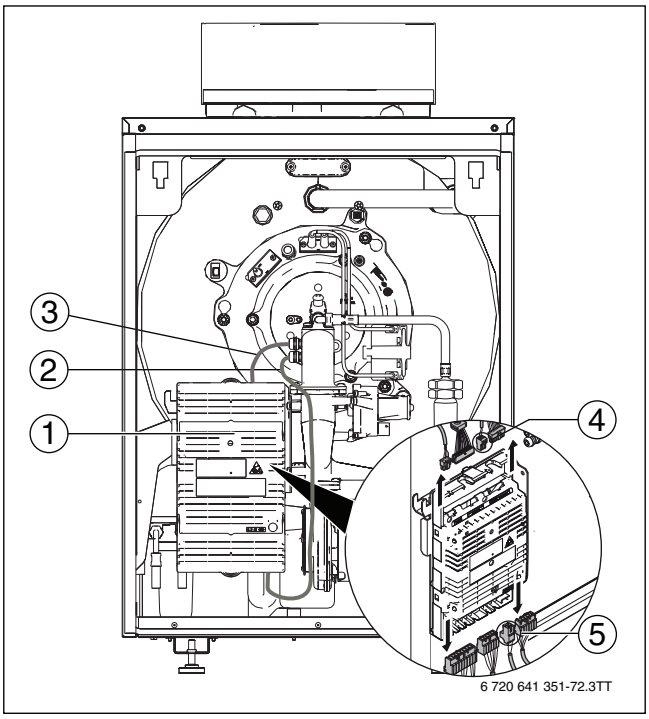

Bild 77 Heizelement demontieren
- Stecker Messfühler (→ Bild 77, [4]) und den Stecker Spannungsversorgung (→ Bild 77, [5]) am Feuerungsautomaten (→ Bild 77, [6]) abziehen.
- Stecker an den Anschlussleitungen (→ Bild 77, [2], [3]) entfernen.